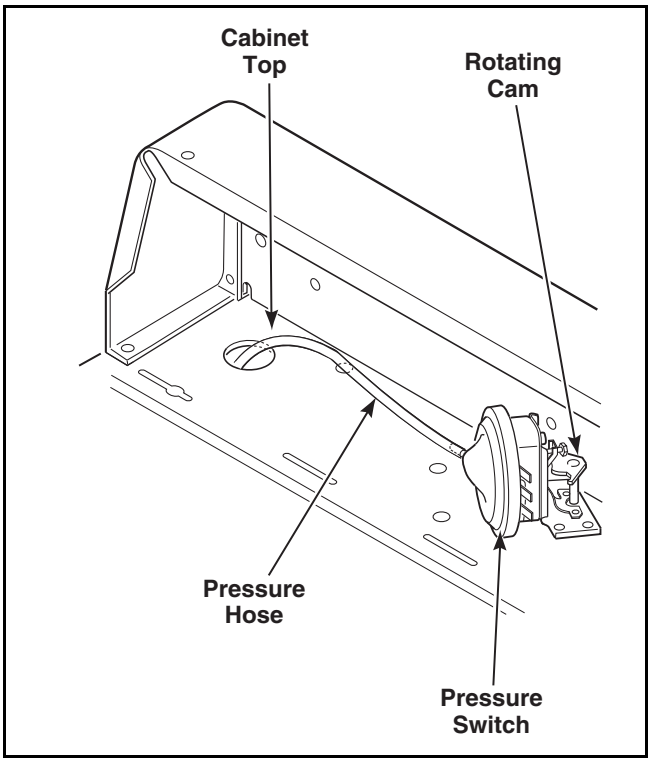

Figure 11
Refer to *Figure 11*.
c. Rotate the cam on the pressure switch **clockwise to lower** the water fill height, or **counterclockwise to raise** the height. Refer to *Figure 11*.